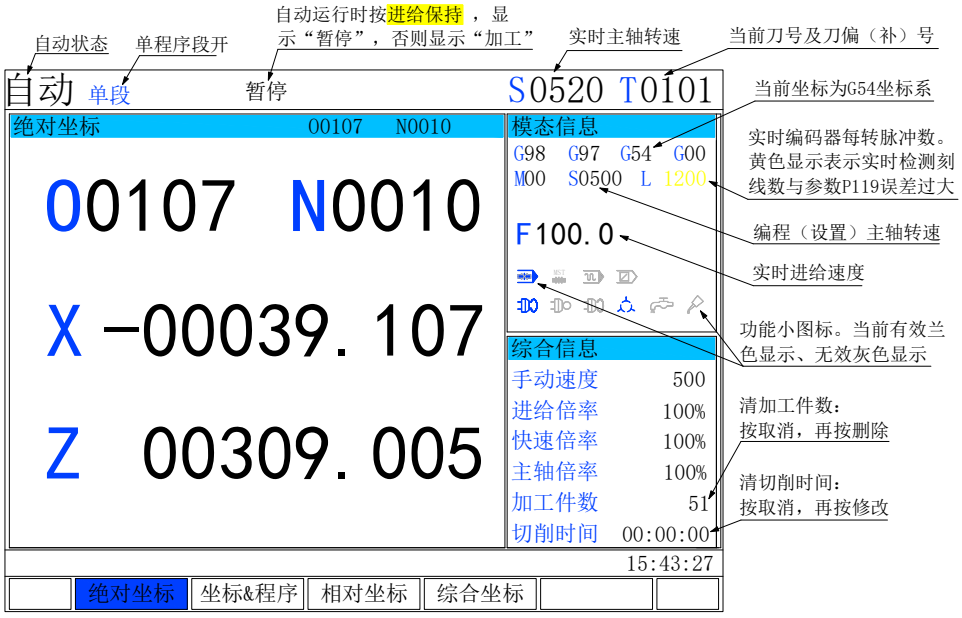

图 1.2-2
1.2.3 **单程序段开关**： 与屏下方按键 单段 键功能相同。 此项只能在自动下修改， 按键 单段也只在自动下有效。单程序段开启时，每按一次 循环启动 键系统执行一个程序段，后暂停。显示如下图 1.2-2。循环指令如 G90、G94、G71、G72、G73 等的单段执行过程请看指令说明。